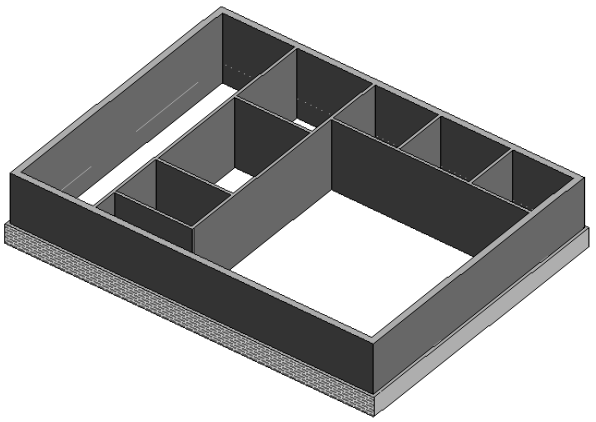

Figure 3-87 *3D view of a building with the shaded edges*
10. Now, choose the **Visual Style** button from the **View Control Bar**; a flyout is displayed. Choose the **Shaded** option from this flyout; the 3D view is displayed with shading and with edges visible, as shown in Figure 3-87.